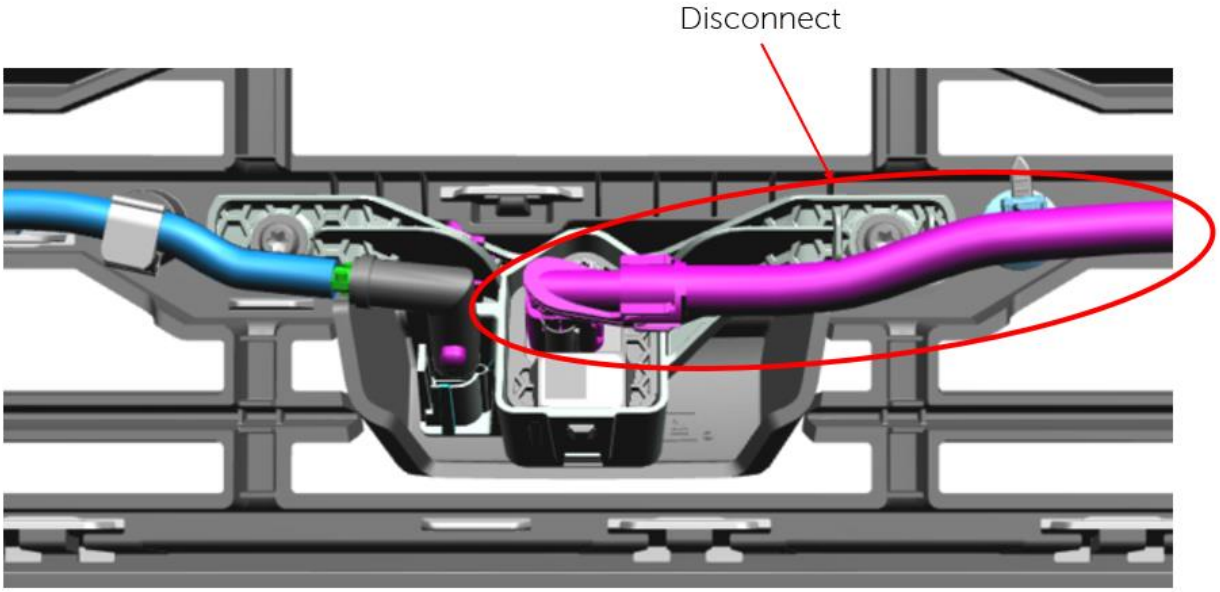

Figure 11
A. Fully disconnect camera harness from grille fascia retention – this will re-route through AEV lower weldment. – Fig. 11